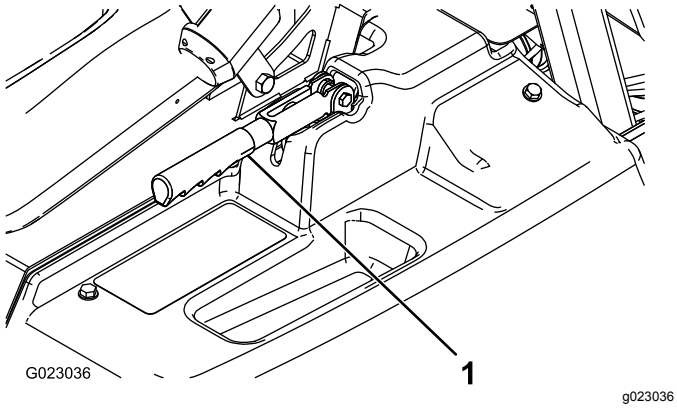

Figur 48
2. Lossa ställskruven som fäster ratten på parkeringsbromsspaken (Figur 48).